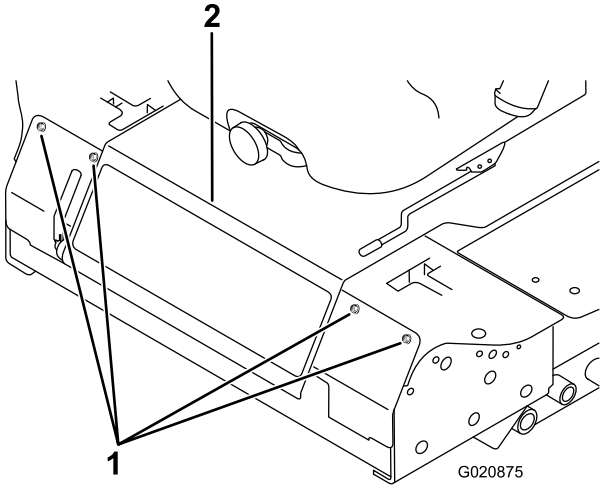

Figur 50
2. Fjern boltene til frontpanelet og fjern panelet (Figur 50).